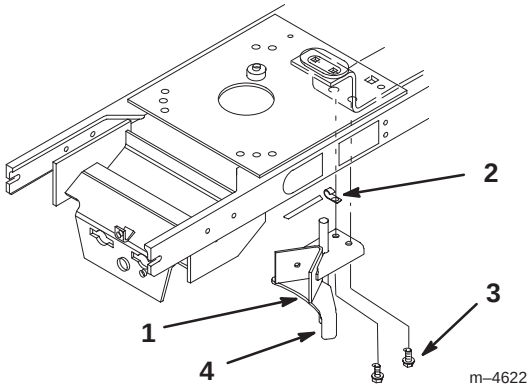

Figure 9
16. Remove bolts securing existing up-stop to tractor frame (Fig. 9).
17. Place J-clip, holding drain hose, against frame and mount new, long, up-stop to frame with previously removed hardware (Fig. 9).